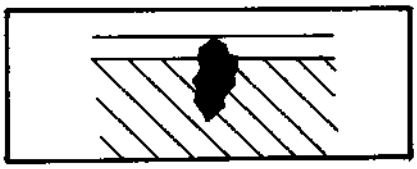

Fig. 4
- The "blotting paper effect" of the white developer will make the red fluid become visible in the flaws (Fig. 4).